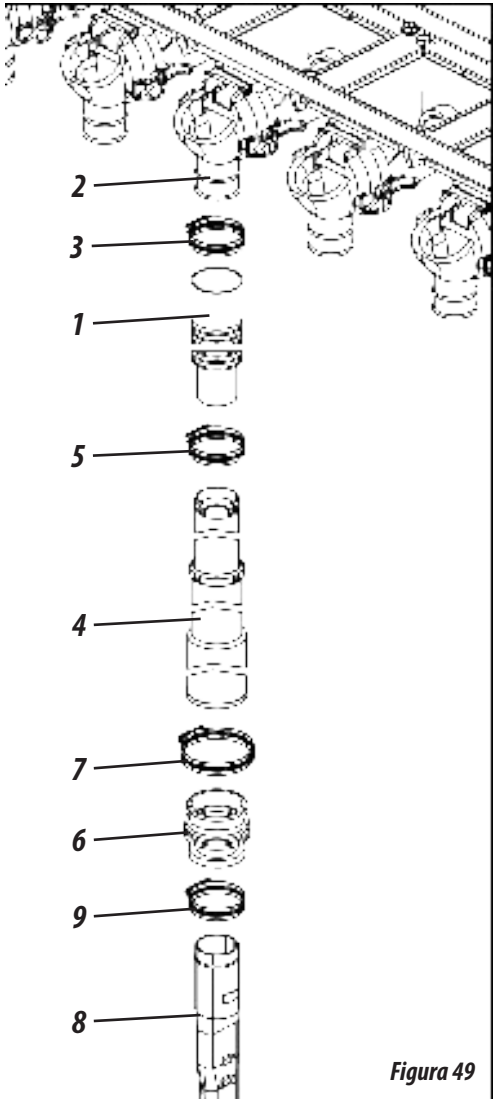

Figura 49
Para conducir el fertilizante del distribuidor hasta el suelo, conecte la manguera (1) en las salidas del conductor independiente (2) a través de las presillas (3). A continuación, acople el conductor telescópico (4) en la manguera (1) fijándolo a través de la presilla (5). Luego acople la conexión de goma (6) en el conductor telescópico (4) fijándola a través de la presilla (7). Para finalizar, conecte la boquilla (8) en la conexión de goma (6), fijándola a través de la presilla (9), **como se muestra en la figura 49.**